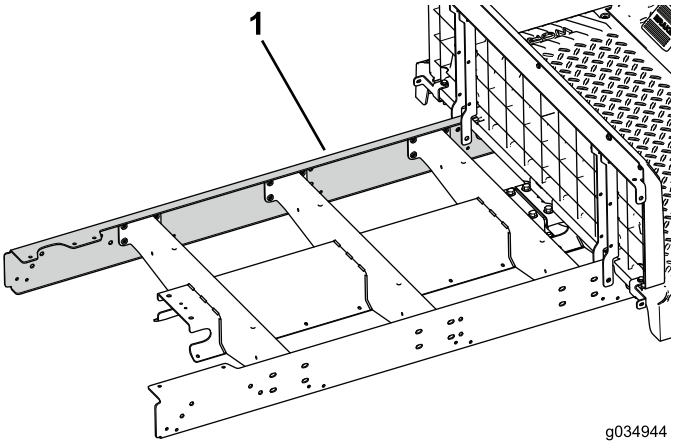

Figur 73
5. Monter forlengelsesskinnen løst på venstresiden av maskinen (Figur 73).